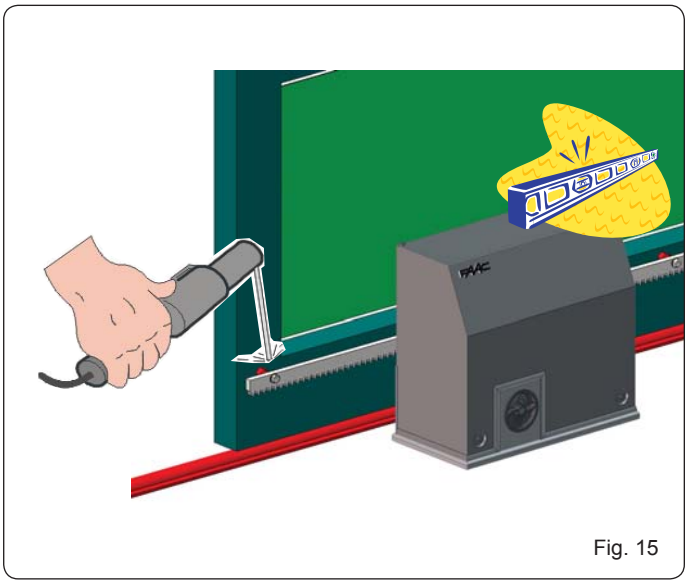

Fig. 15
3. Poser sur le pignon le premier élément de la crémaillère au niveau correct et souder le cliquet taraudé sur le portail d'après la Fig. 15.